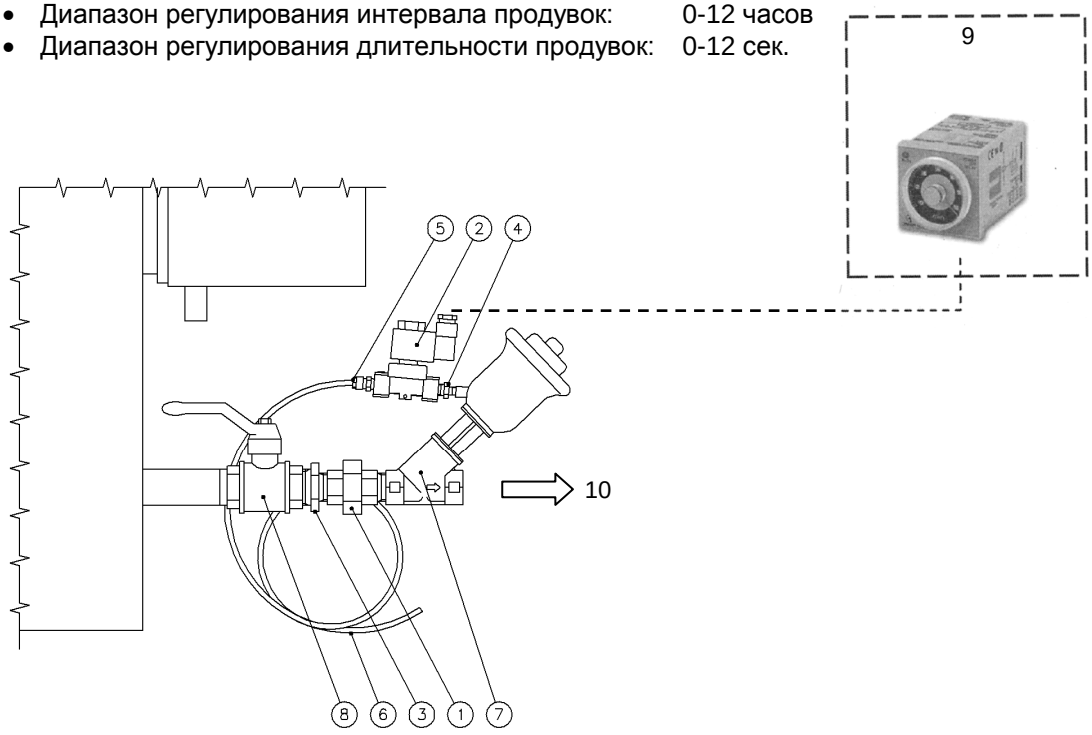

Рис. 1
2.1 АВТОМАТИЧЕСКАЯ ПРОДУВКА ДЛЯ ПАРОВЫХ КОТЛОВ МОДЕЛИ PX И BX (РИС. 1) 3
2.1 АВТОМАТИЧЕСКАЯ ПРОДУВКА ДЛЯ ПАРОВЫХ КОТЛОВ МОДЕЛИ PX И BX (Рис. 1)